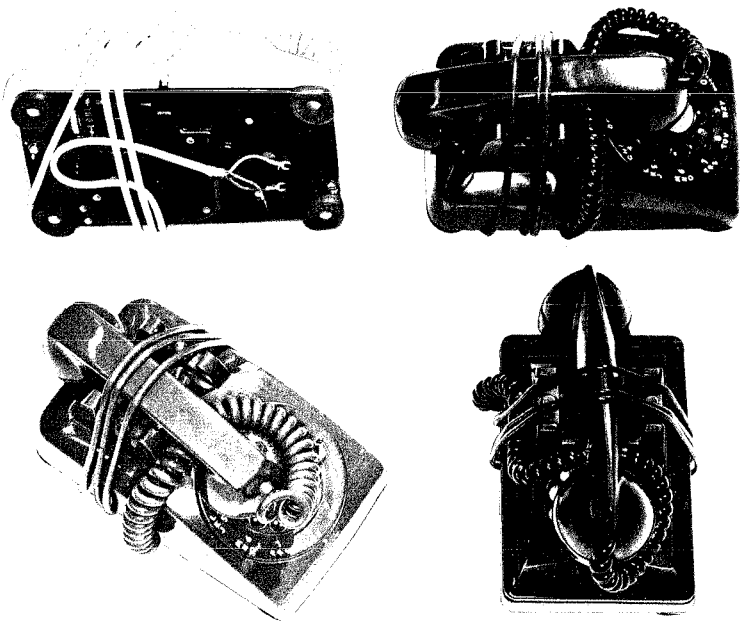

Fig. 1 — Desk Set Prepared for Packing
(14) ***Telephone Sets*** - are to be secured as shown in Fig. 1 to 5.